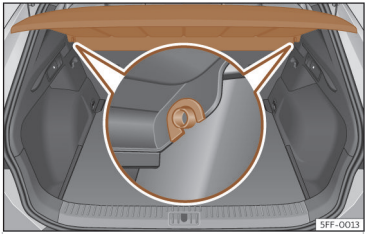

Abb. 174 Im Gepäckraum: Gepäckraumabdeckung aus- und einbauen.
- Ziehen Sie die Gepäckraumabdeckung nach oben aus den seitlichen Halterungen ››› **(Abb. 174)** heraus.
- Führen Sie die Gepäckraumabdeckung horizontal ein, so dass das „Hufeisen“ über der Aufnahmeachse ››› **(Abb. 174)** liegt, und drücken Sie die Abdeckung nach unten, bis sie einrastet.